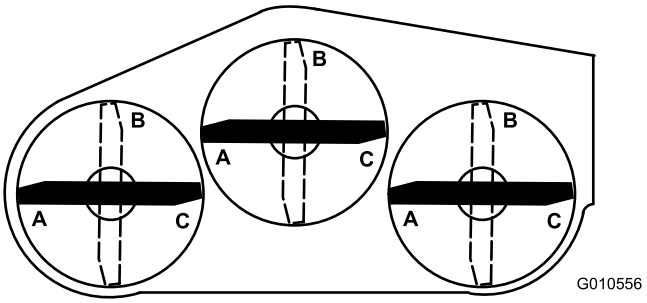
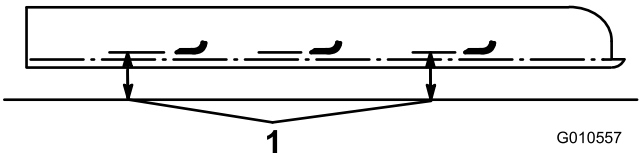

Figur 27
Figur 28
6. Anbring alle 3 skæreknive i positionen A (Figur 27), og mål fra den plane overflade til bunden af hver skæreknivs spids (Figur 28). Skriv afstanden ned.
7. Drej skæreknivene til positionen B (Figur 27), mål afstanden fra alle skæreknivene til den plane overflade. Skriv målene ned (Figur 28).
8. Drej skæreknivene til positionen C, mål, og skriv den målte afstand ned (Figur 27 ogFigur 28).